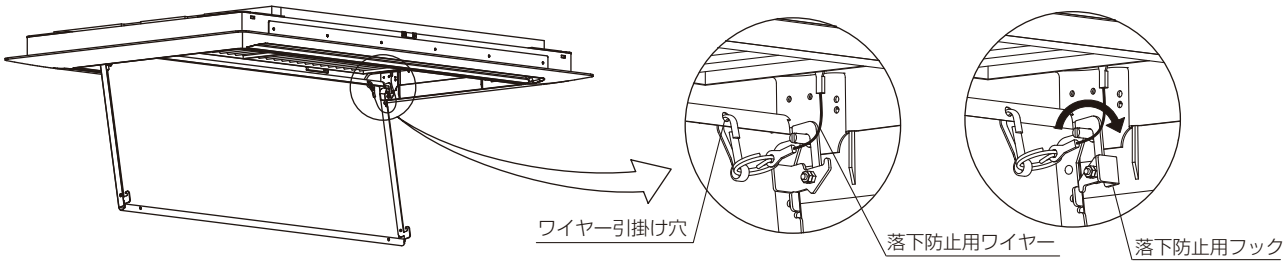

図19
※落下防止用フックが図19のようにかかっていることを確認ください。
②図19のように落下防止用ワイヤー(2ヶ所)をサービスパネルの穴に引掛ける。
③サービスパネルを矢印方向に閉じる。
④サービスパネルを矢印方向にスライドさせてフック側をピンに引掛ける。